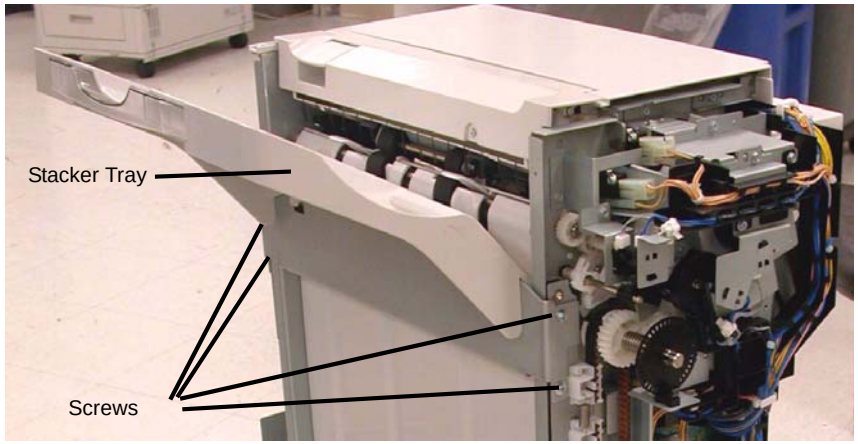

Figure 1 Removing the Stacker Tray
4. Remove the Stacker Tray (Figure 1).
a. Remove the Screws (4).